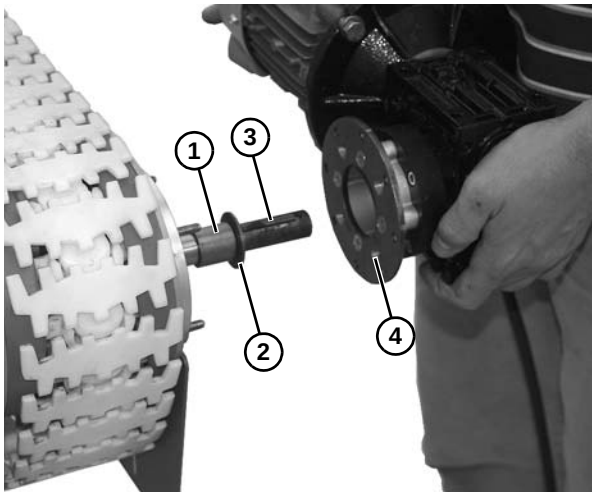

Figure 44
1. Install spacer (when applicable) **(Figure 44, item 1)**, washer **(Figure 44, item 2)**, and key **(Figure 44, item 3)** onto drive shaft.
2. Attach the motor **(Figure 44, item 4)** onto the drive shaft.